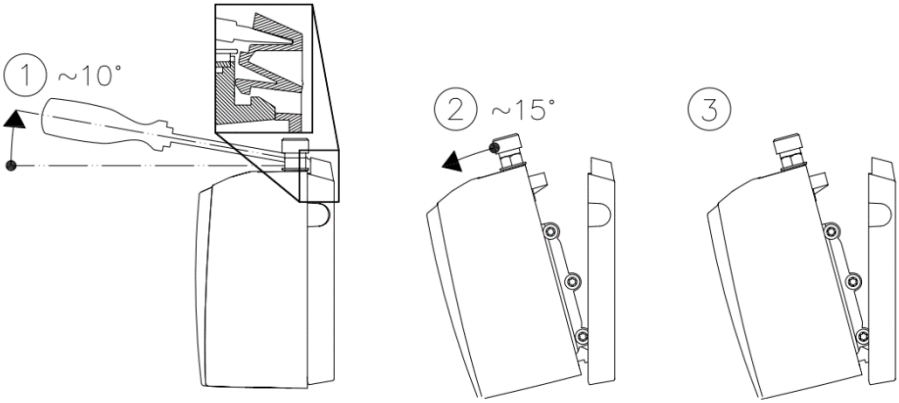

Рисунок 1. Отсоединение монтажной панели от ПЭВН
Отсоедините монтажную панель от корпуса водонвгревателя, следуя инструкции на рис. 1. Для этго вставьте отвертку с плоским наконечником в замок, расположенный между патрубками холодной и горячей воды до упора и слегка потяните вверх (1). Наклоните прибор вперед максимум на 15 С° (2) и отсоедините прибор, потянув его вверх. (3)